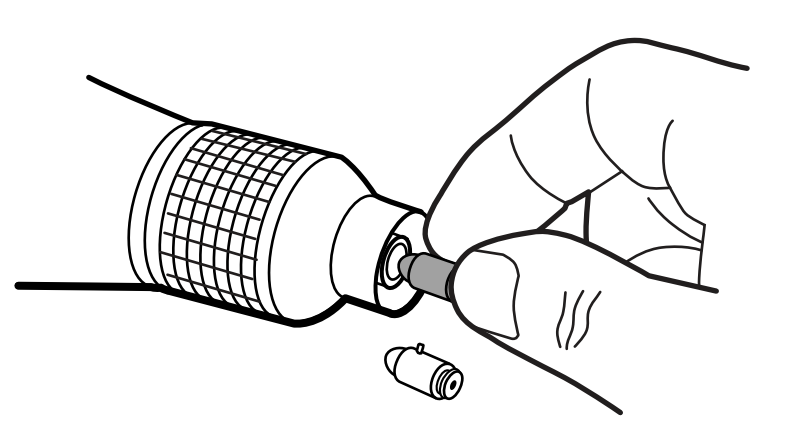

Figura 13
- Bombilla 08300-empuje la bombilla dentro del receptáculo todo lo que pueda. La bombilla debe insertarse fácilmente-no la fuerce. El pasador de contacto de la base de la bombilla debe quedar parejo con las muescas metálicas en la base del retinoscopio (Figura 13).